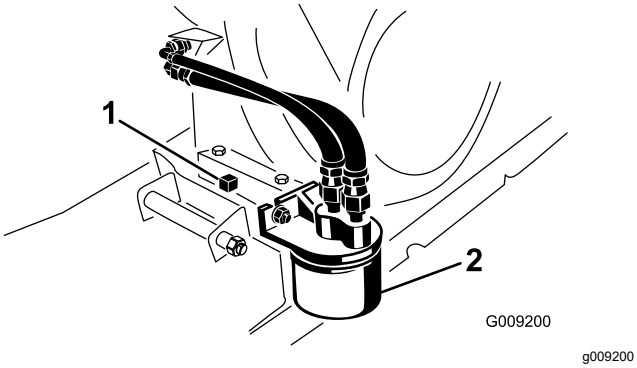

**Figur 36**
7. Plasser tappefatet under tappepluggen (Figur 36).
8. Fjern tappepluggen og tetningen (Figur 36).
2. Fjern det gamle oljefilteret (Figur 36).
4. Tre det nye filteret på filteradapteren til pakningen kommer i kontakt med monteringsplaten. Stram deretter filteret med ytterligere en halv til trekvart omdreining (Figur 36).